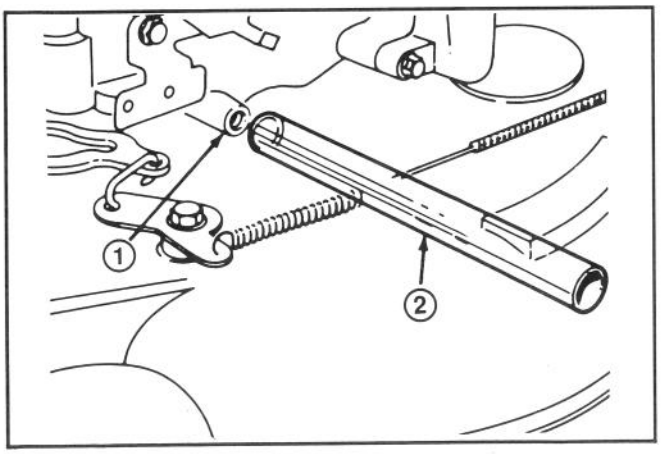

Afbeelding 19
3. Til de linker zijde van de maaier tenminste 30 cm op. Verwijder de stop met behulp van een 14 mm schroefsleutel (Afb. 19). Plaats een opvangbak onder de linker zijde van de maaier.
4. Schuif de slang voor het aftappen van de olie over de opening (Afb. 19). Laat de maaier zakken zodat de olie in de pan kan vloeien. Til de rechterzijde van de maaier op, totdat alle olie in de afvoerbak is gevloeid.